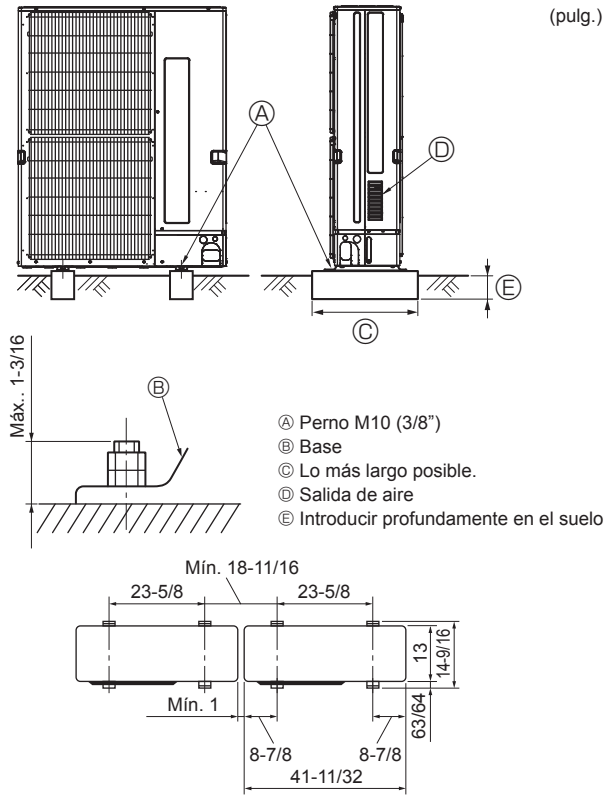

Fig. 4-1
- Cerciórese de instalar la unidad en una superficie robusta y nivelada para evitar los ruidos de traqueteo durante la operación. (Fig. 4-1)